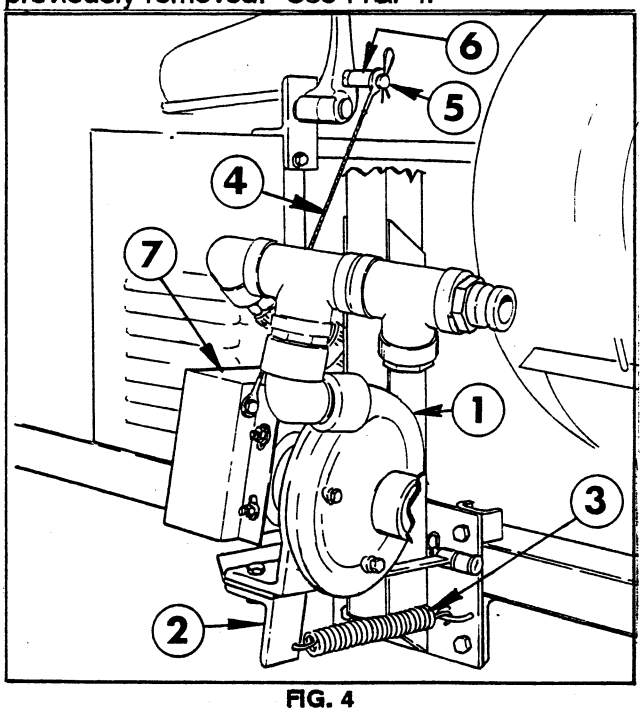

FIG. 4
10. Install the Spray Pump and Spring Angle to the new Pump Pivot Plate using fasteners previously removed. See FIG. 4.